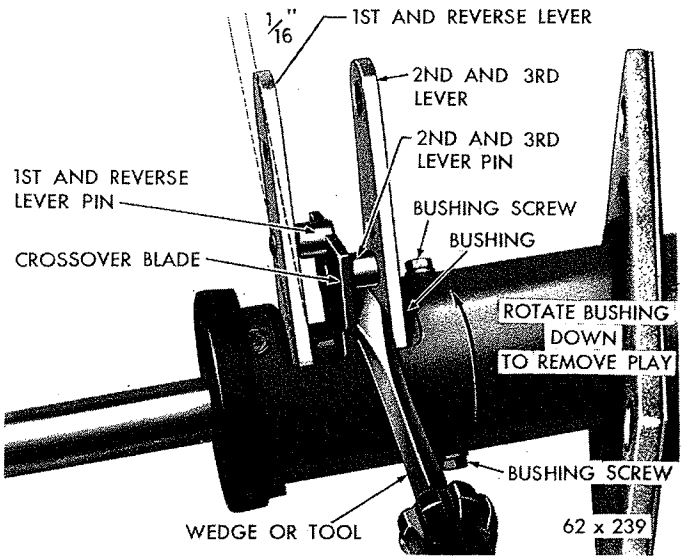
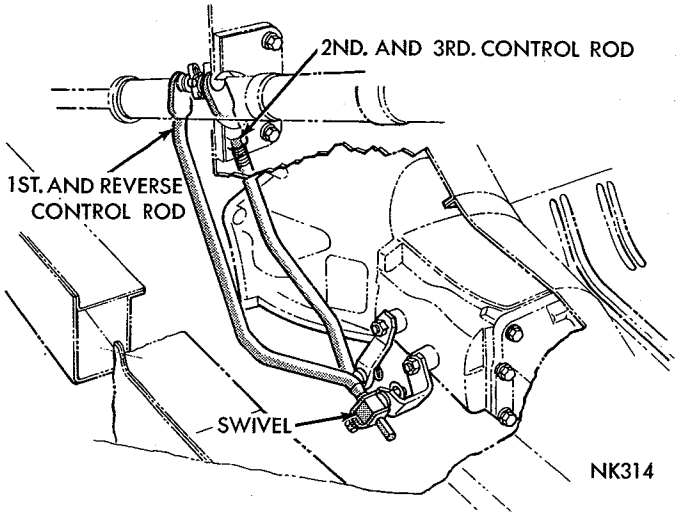

***Fig. 3—Gearshift Lever Adjustment***
***Fig. 4—A-903, A-745 Gearshift Controls (Valiant Models)***
(1) With 2nd and 3rd control rod disconnected from lever on the column and 1st and reverse control rod disconnected from transmission lever, position both transmission levers in neutral. (The neutral detent balls must be engaged to make this adjustment correctly.) To check this, start engine (with clutch disengaged) then release the clutch slowly.
(2) Inspect fore and aft movement of shift levers in the steering column. If movement at outer end of levers exceeds 1/16 inch, loosen the two upper bushing screws (Fig. 3) and rotate bushing (downward) until all free play of levers has been removed. Retighten bushing screws securely.
(3) Install a wedge or suitable tool between cross-over blade and 2nd and 3rd lever, so that cross-over blade is engaged with both lever cross-over pins.
(4) Adjust length of 2nd and 3rd control rod until stub shaft of control rod or swivel enters hole in the column lever (Fig. 4 or 5). Install washer and clip to secure and tighten swivel lock nut to 70 inch-pounds.
(5) Slide clamp and swivel (on end of 1st and reverse control rod) either **in** or **out,** until swivel stub shaft enters hole in the transmission lever (Fig. 4 or 5). Install washers and clip to secure. Determine mid back-lash position in linkage, then tighten control rod lock nut.
(6) Remove positioning wedge or tool from cross-over blade and lever, then move selector lever through all positions to check adjustments and to insure cross-over smoothness.